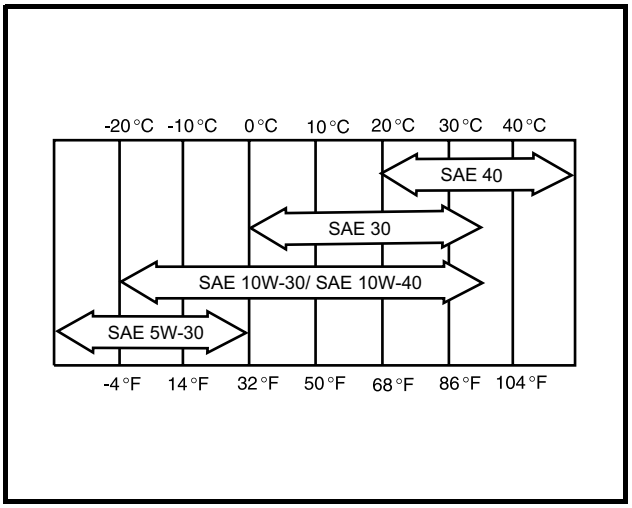

Figure 30 Oil Viscosity Chart
13. Remove the dipstick and add engine oil into the dipstick port. Use a funnel or pour spout to direct the oil into the dipstick port. With filter change, the engine requires 38 ounces (1.12 liters) of oil per change. Refer to oil viscosity guidelines for selection of oil grade **(Figure 30)**. Replace the dipstick.